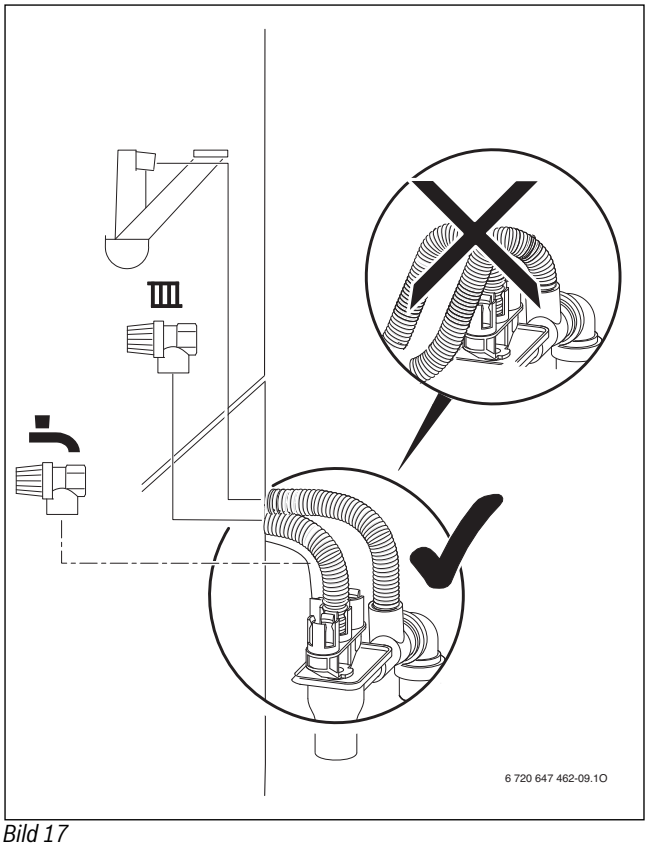

Bild 17
▶ Schlauch vom Sicherheitsventil an Ablaufgarnitur anschließen (→ Bild 17, Seite 24).